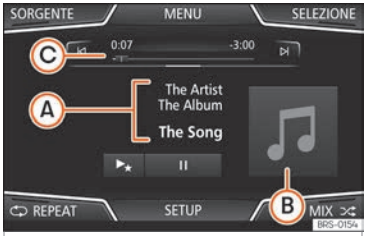

Fig. 214 Menu principale MEDIA
- Premere il tasto del sistema infotainment ⊙ per aprire il menu principale *Media* ››› fig. 214.
La sorgente multimediale riprodotto è indicata nell'elenco a tendina visualizzabile premendo il tasto di funzione SORGENTE ››› fig. 214.